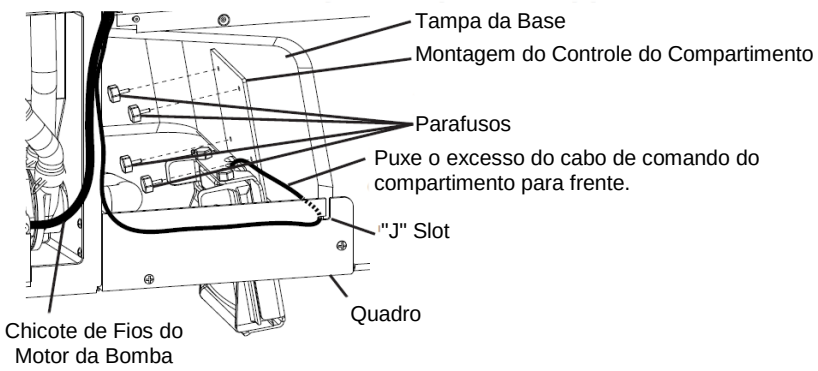

Fig. 4
3) Remova 4 Parafusos do lado direito da tampa da base, então fixe a montagem do controle do compartimento aa Máquina de Gelo utilizando 4 Parafusos. Veja a Fig. 4.